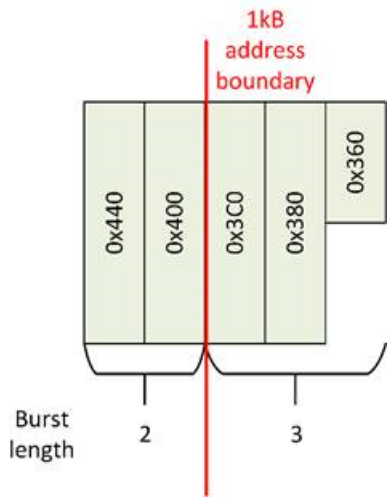

Figure 8.22: Posted Request split – split on 1kB address boundary
- 1kB address boundary, if enabled (*Figure 8.22*).